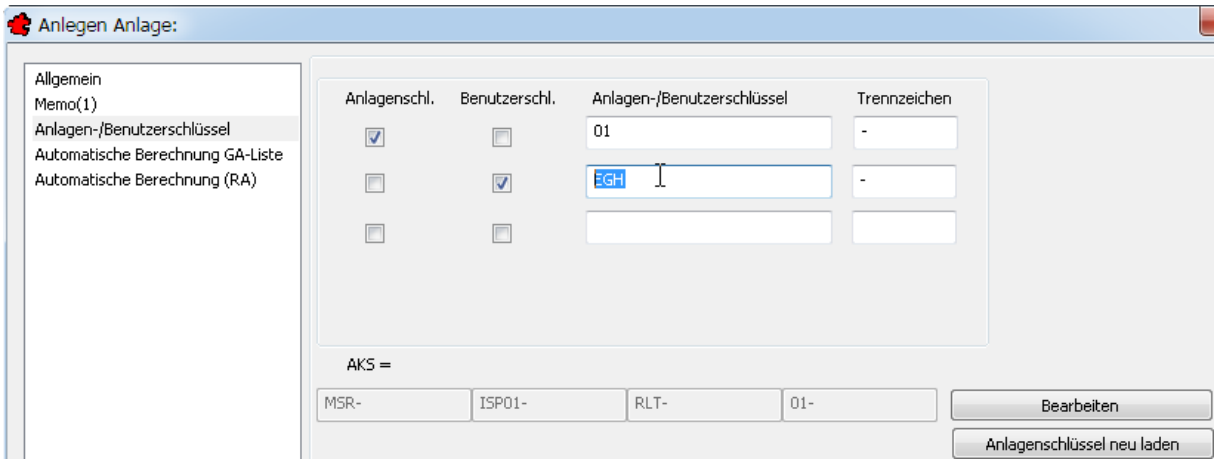

Bild 18.16 – Anlagen-/Benutzerschlüssel einer Anlage
- Wechseln Sie zur Rubrik *Anlagen-/Benutzerschlüssel*. Aktivieren Sie die Checkbox *Anlagenschl.* und tragen Sie als *Anlagen-/Benutzerschlüssel* den Text **01** ein (Abb. 18.16).